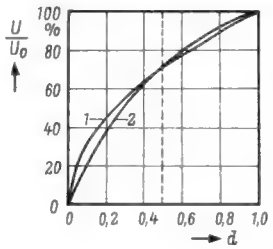

Bild 3. Vergleich der Sollkurve (1) mit der Kurve nach Schaltung 2
Aus *Bild 3* ist ersichtlich, wie diese Kurve (2) vom ideal-quadratischen Kurvenverlauf (1) abweicht. Für die Praxis ist dieser Unterschied belanglos, zumal die Summe $U_1^2 + U_2^2$ für zwei gegenläufig gesteuerte Kanäle tatsächlich fast konstant ist, weil die erreichte Kurve im linken Teil unter, im rechten Teil über der Sollkurve liegt.